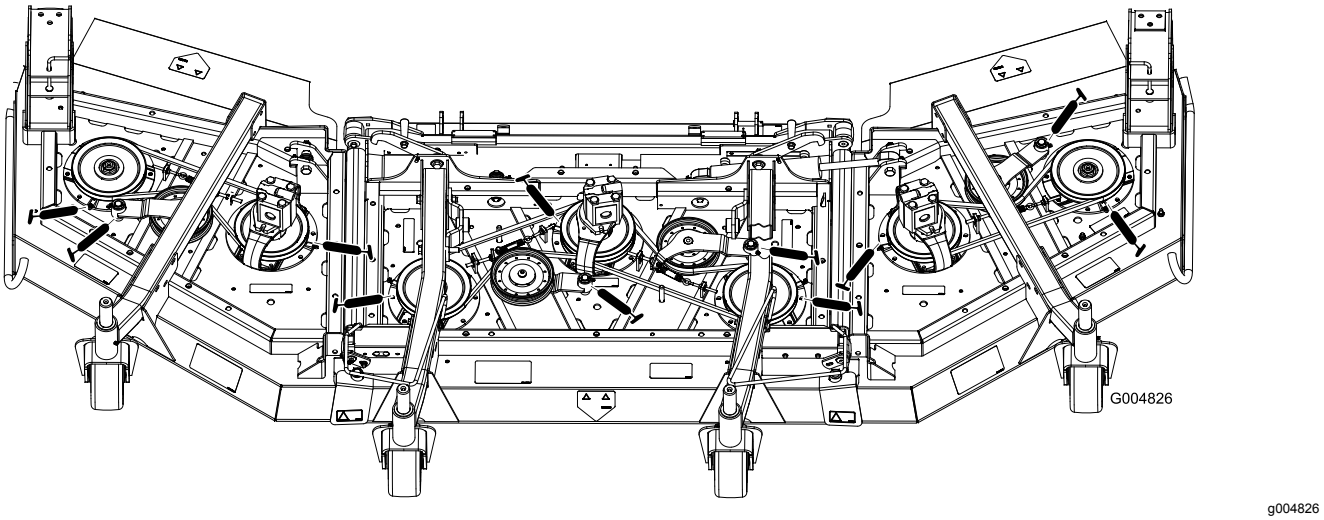

Figuur 70
- 3 aslagers – onder de poelie (Figuur 70)
- 2 lagerbussen van draaipunt van spanpoeliearm (Figuur 70)